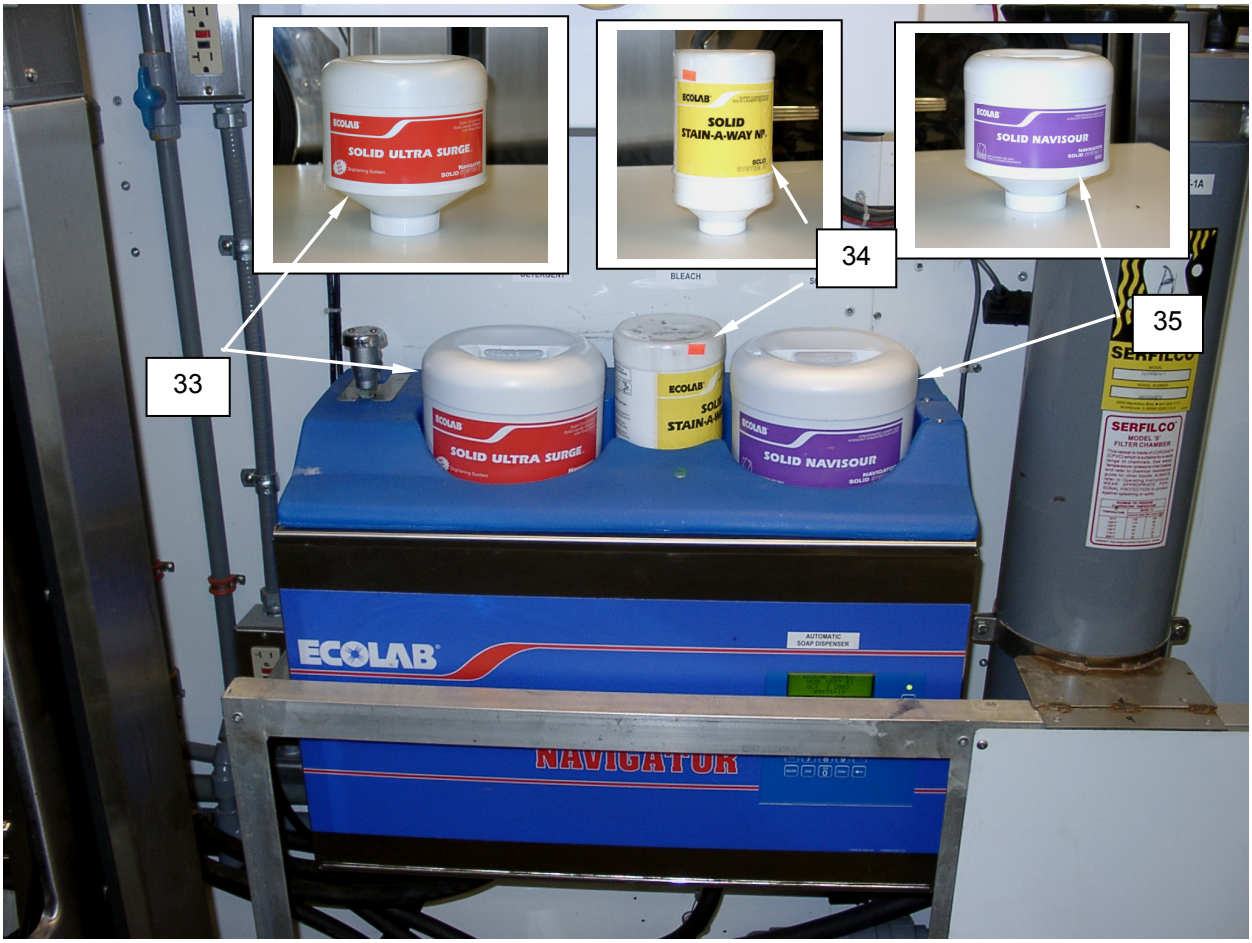

Figure 19. Automatic Soap Dispenser.
2. Remove the lid from the detergent canister **(Figure 19, Item 33)**. Invert the detergent canister **(Figure 19, Item 33)** and quickly place the canister in the recess closest to washer No.1.
3. Remove the lid from the bleach canister **(Figure 19, Item 34)**. Invert the bleach canister **(Figure 19, Item 34)** and quickly insert the canister into the center recess.
4. Remove the lid from the laundry sour canister **(Figure 19, Item 35)**. Invert the laundry sour canister **(Figure 19, Item 35)** and quickly insert the canister into the remaining recess.